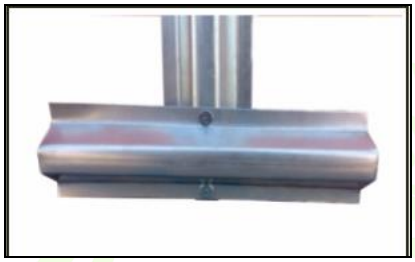

Bild 5
5. **Förbered för att gräva ned stängerna.** Skruva ned stöttepelarna i marken (Nr. 4) vid nedre delen av sido-/bottenstängerna (Nr. 3) med skruvar M5-12 (26) och muttrar M5 (29) (Bild 5)